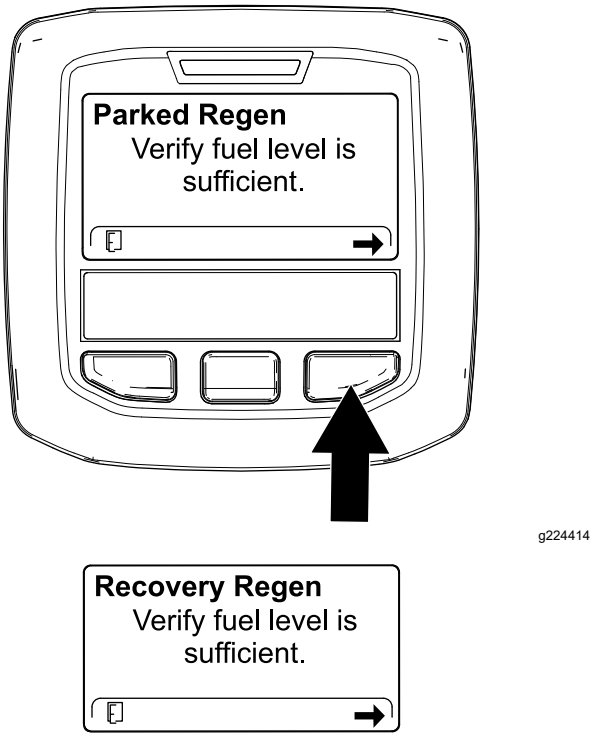

**Figuur 59**
2. Controleer in het scherm VERIFY FUEL LEVEL (controle brandstofpeil) of de brandstoftank minstens ¼ vol is indien u een geparkeerde regeneratie gaat uitvoeren of halfvol in het geval van een herstel regeneratie, en druk op de rechterknop om verder te gaan (Figuur 59).